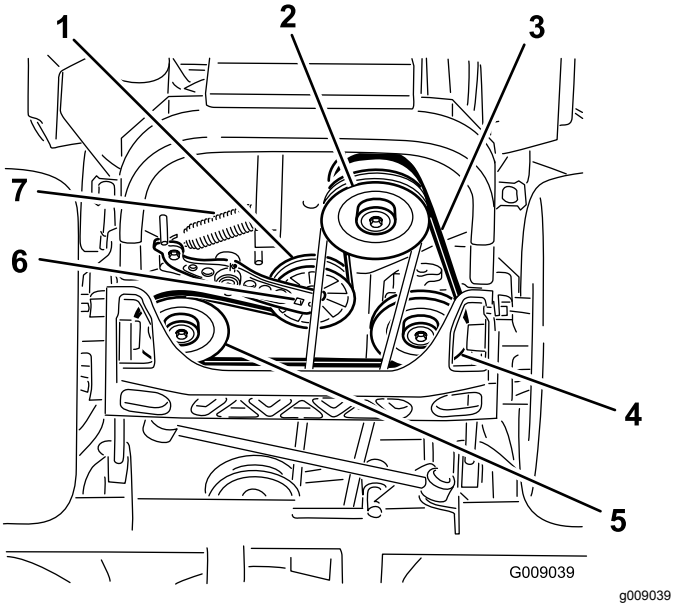

Figur 97
4. Höj upp maskinen och stötta upp den med domkrafter (Figur 97).
5. Använd en spärrhake i det fyrkantiga hålet i mellandrevsarmen för att ta bort mellanremskivfjädern (Figur 97).
6. Kroka av mellanremskivfjädern från ramen (Figur 97).
9. Använd en spärrhake i det fyrkantiga hålet i mellandrevsarmen för att montera mellanremskivfjädern på ramen (Figur 97).